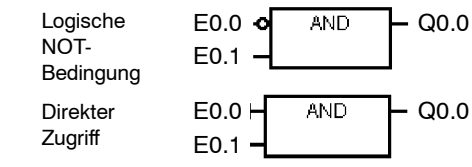

Bild 5-5 FUP-Konventionen
- Kennzeichen für Negationen: Die logische Bedingung NOT oder der umgekehrte Zustand des Operanden bzw. des Signalflusses wird durch einen kleinen Kreis vor dem jeweiligen Eingang dargestellt. Im Bild 5-5 ist A0.0 gleich der Negation von E0.0 UND E0.1. Negationen sind nur bei booleschen Signalen gültig, die als Parameter oder Signalfluss angegeben werden können.
- Kennzeichen für direkte Ansteuerung: Im FUP-Editor wird durch die senkrechte Linie am Eingang der FUP-Operation angezeigt, dass es sich bei einem booleschen Operanden um einen direkt angesteuerten Wert handelt (siehe Bild 5-5). Ist ein Eingang für die direkte Ansteuerung gekennzeichnet, wird der angegebene physikalische Eingang direkt gelesen. Direkt angesteuerte Operatoren sind nur bei physikalischen Eingängen gültig.